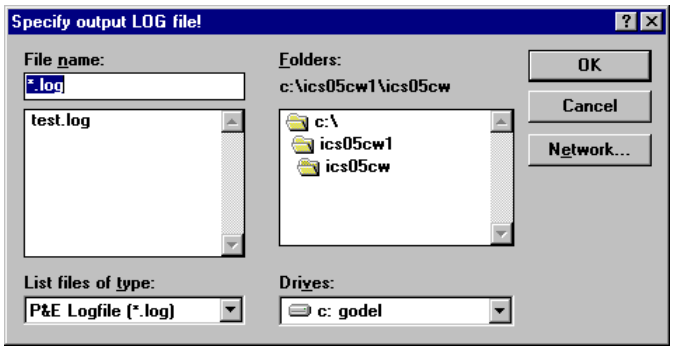

Figure 6-11. *Specify Output LOG File!* Dialog
- The *Specify output LOG file* dialog (Figure 6-11) opens.